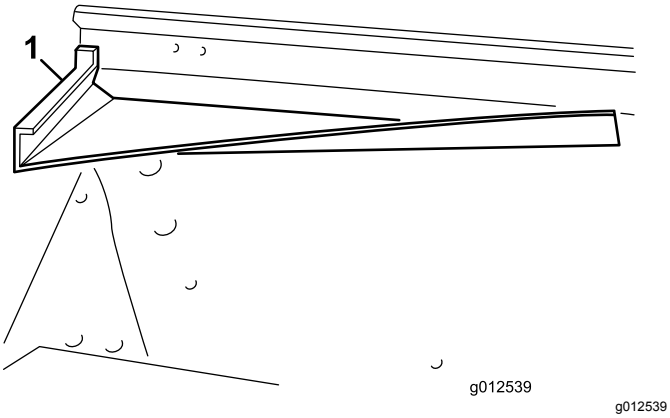
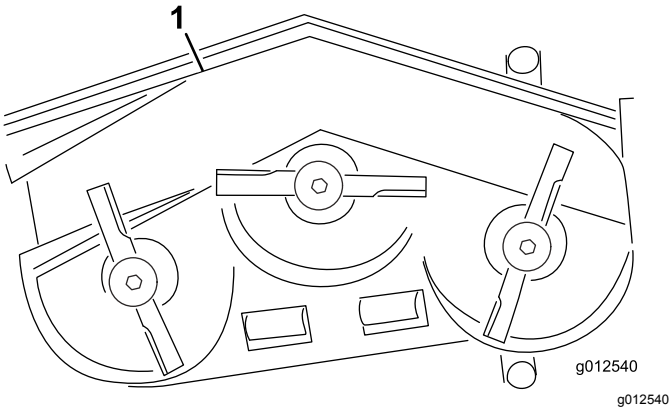
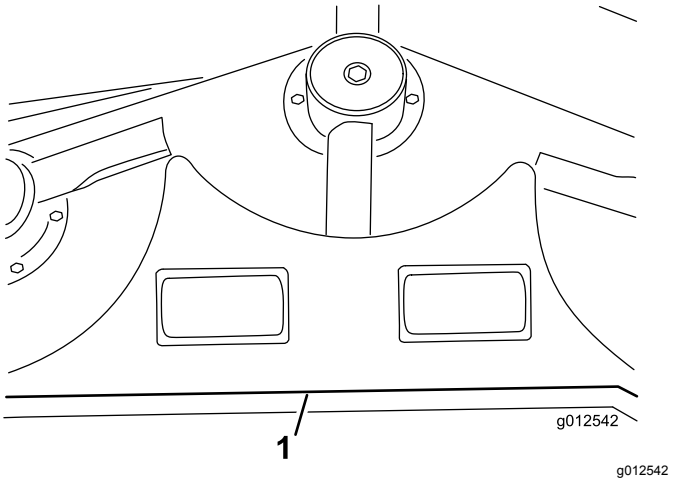
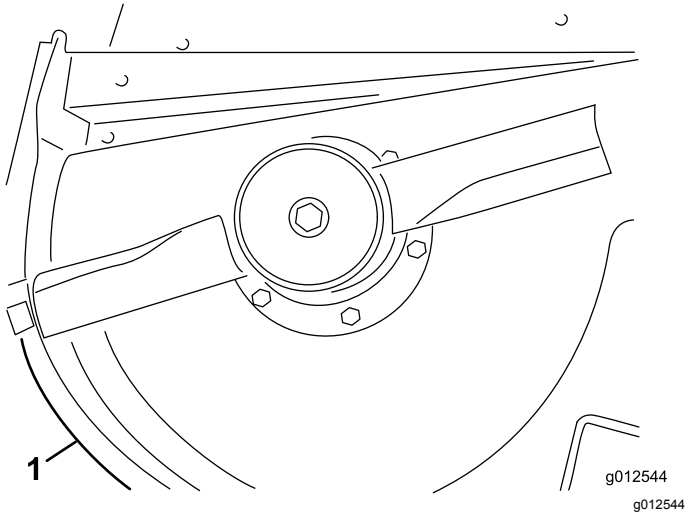

Figura 11
Figura 12
Figura 14
Figura 16
1. Inserite il deflettore anteriore nel piatto di taglio, allineando l'estremità del deflettore al bordo dell'apertura di scarico (Figura 11 e Figura 12).
8. Utilizzando i fori esistenti, montate il piano posteriore sul piatto di taglio con 4 bulloni (⅜-16" x 1") e rondelle di bloccaggio (⅜") (Figura 14).
9. Allineate il piano sinistro all'estremità sinistra del piano posteriore e il bordo del piatto di taglio (Figura 12 e Figura 14).
11. Allineate il piano destro all'estremità destra del piano posteriore e il bordo del piatto di taglio (Figura 12 e Figura 16). Utilizzando il piano sinistro come riferimento, individuate, contrassegnate e praticate tre fori del diametro di 9/32" nel piatto di taglio.